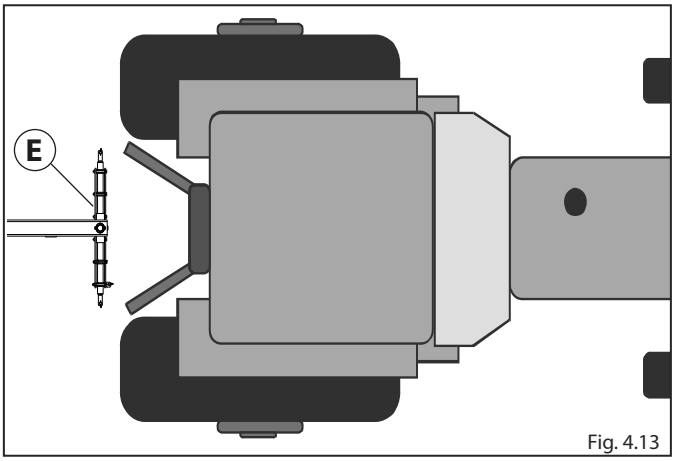

Fig. 4.13
- Moving the tractor, approach the tow bar **E** so that the ends of the hoist arms coincide with the tow bar (Fig.4.13).